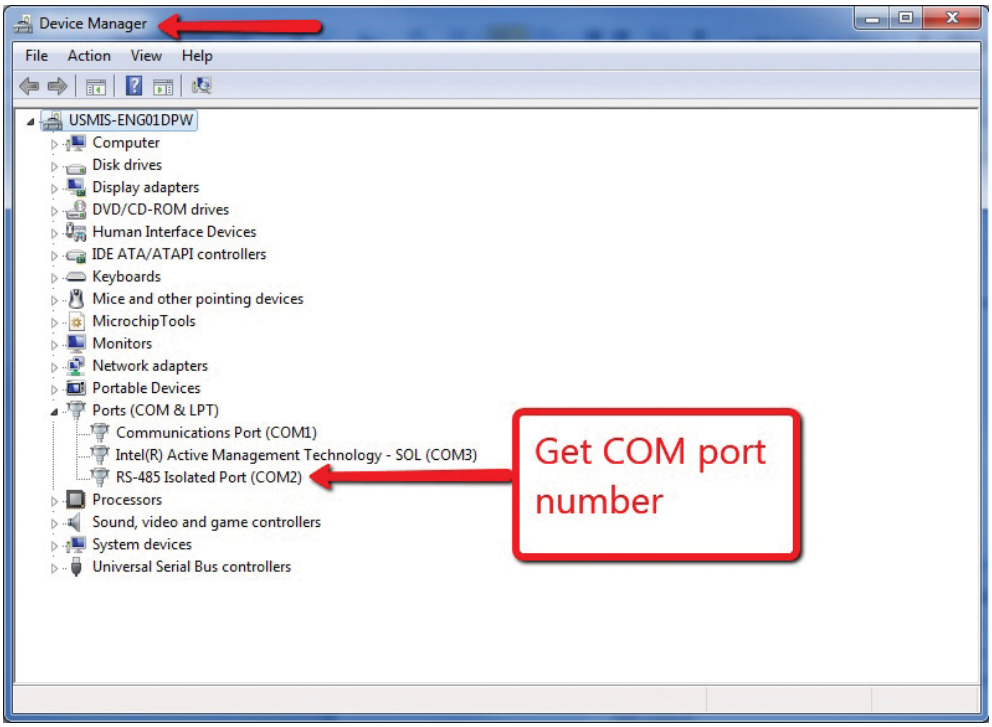

Figure 6 Com Port Number
6. Determine the RS485 Adapter box Com Port Number. See Figure 6.